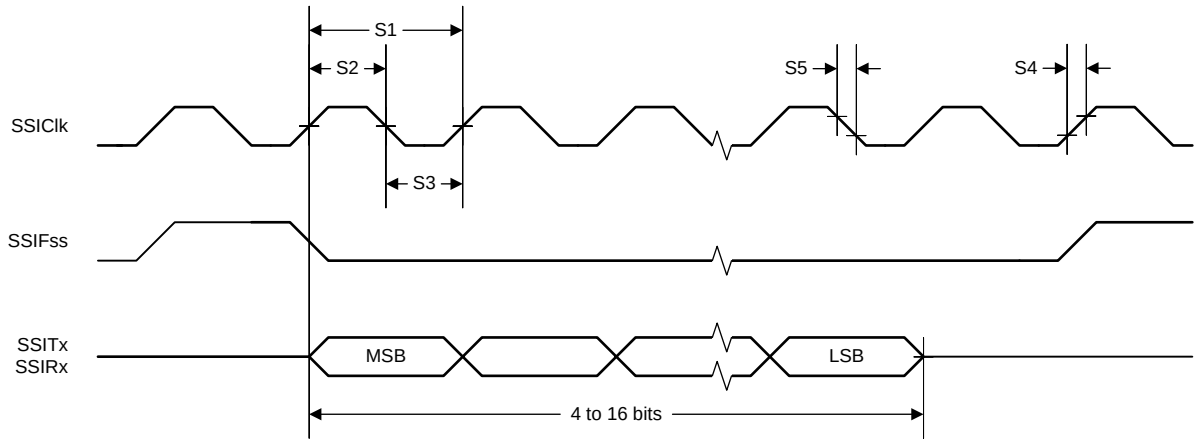
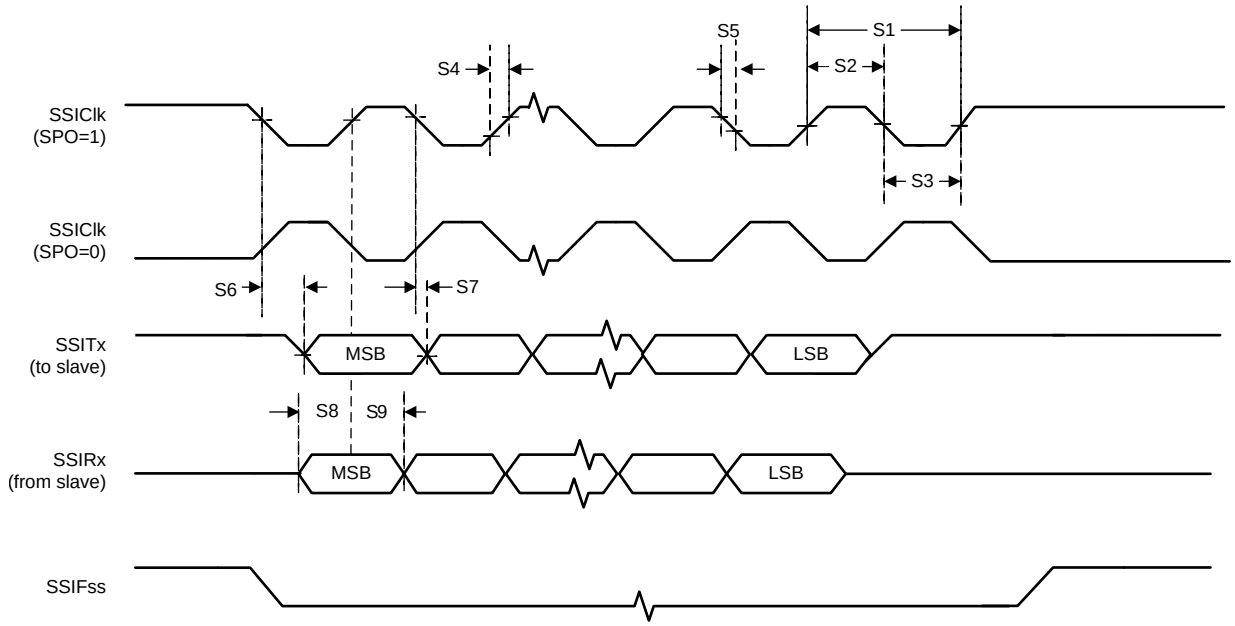
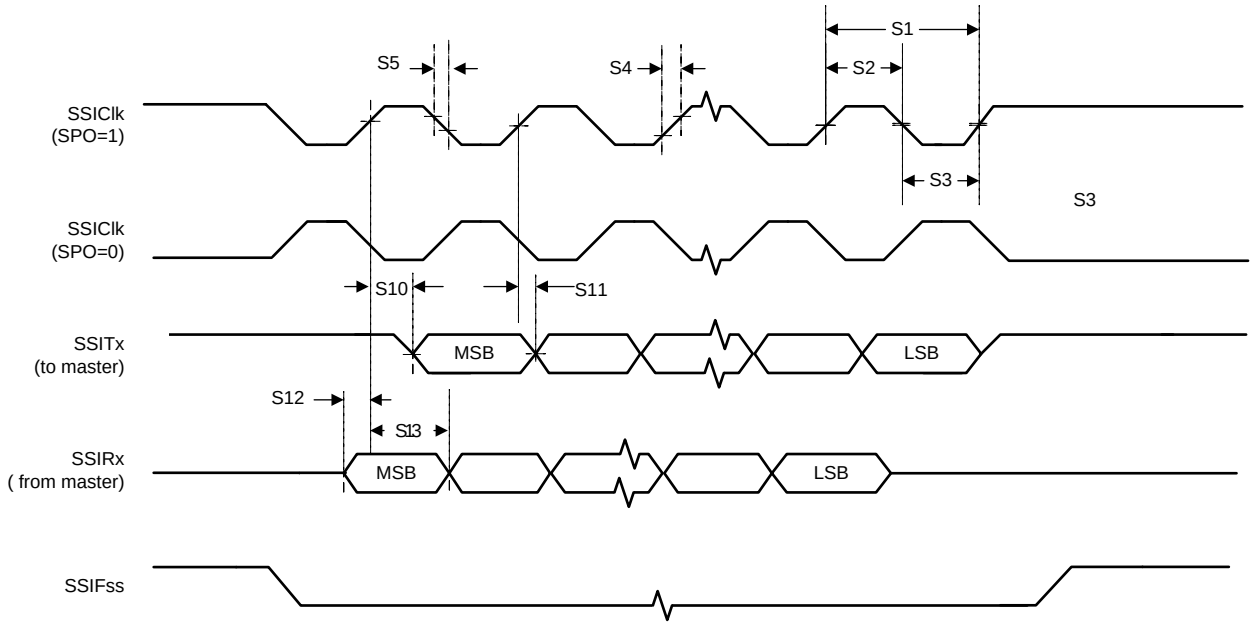

図 5-28. SSI Timing for TI Frame Format (FRF = 01), Single Transfer Timing Measurement
図 5-29. Master Mode SSI Timing for SPI Frame Format (FRF = 00), With SPH = 1
図 5-30. Slave Mode SSI Timing for SPI Frame Format (FRF = 00), With SPH = 1
over operating free-air temperature (unless otherwise noted) (see 図 5-28, 図 5-29, and 図 5-30)
(1) Parameters S15 to S23 correspond to parameters S1 to S9 in 図 5-28 and 図 5-29.
(2) In master mode, the system clock must be at least twice as fast as the SSIClk.
(3) The delays shown are using 12-mA drive strength.